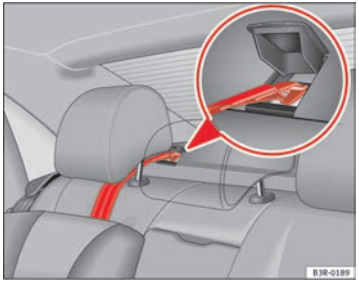

Fig. 35 Retainer strap: correct adjustment and fitting
– Lead the Top Tether fastening belt under the rear seat head restraint ⇒ fig. 35 (lift the head restraint where necessary).
– Lift the anchorage cover on the rear shelf -see detail- ⇒ fig. 35.